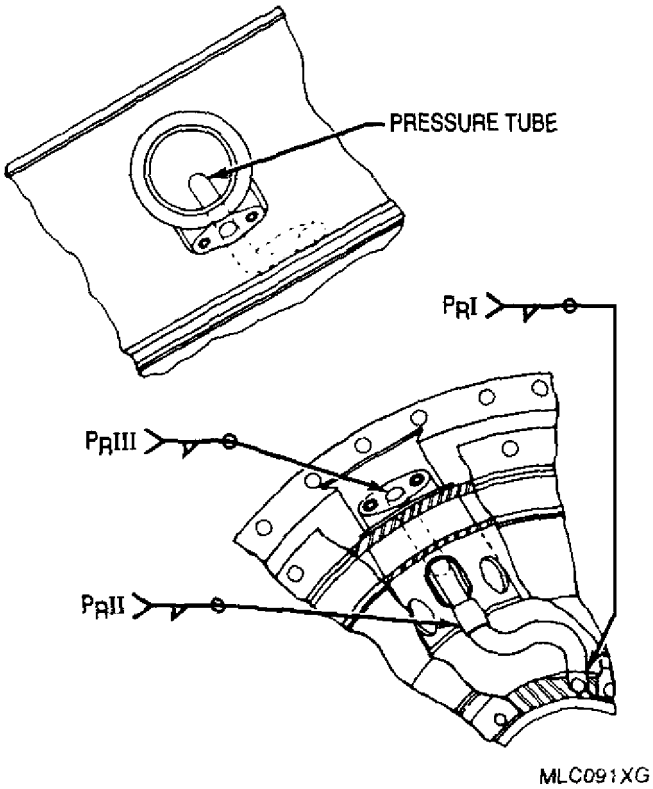

Figure 9. Diffuser Pressure Oil Tube Installation
f. Weld the tubes in position per figures 9 and 10 using AMS 5776 welding wire.